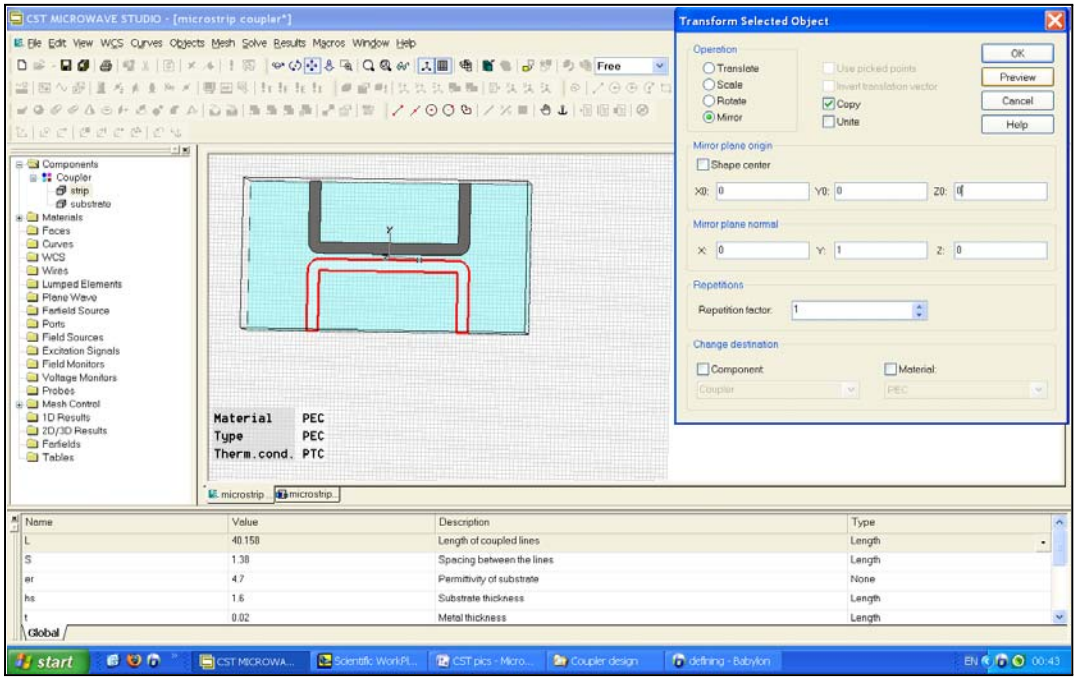

Figure 11 - Mirroring again the strip.
5. Mirror the new strip with a normal plane normal $(0, 1, 0)$, as shown in Figure 11.